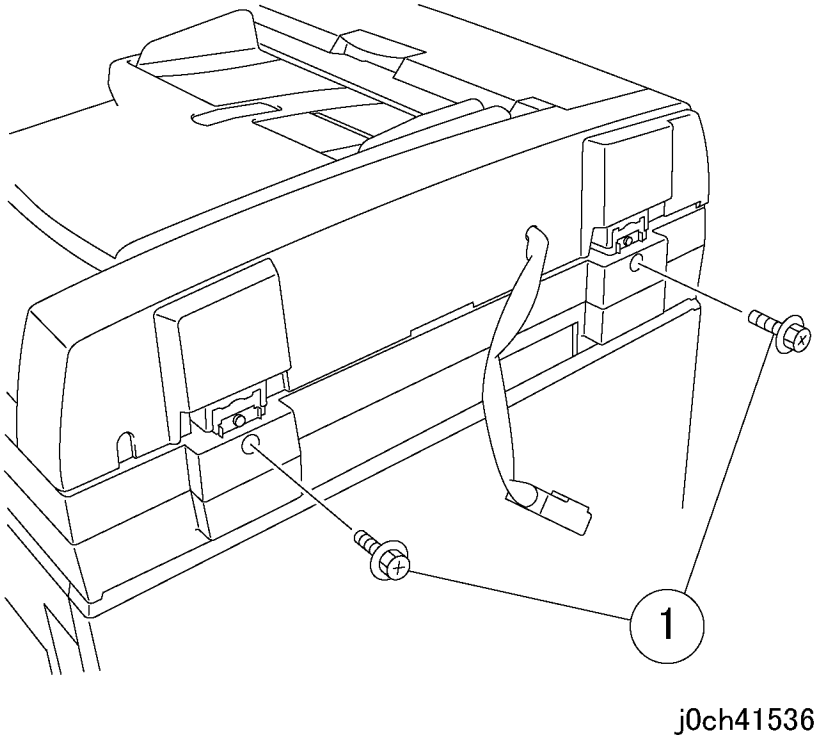

Рисунок 2 Отворачивание винтов (j0ch41536)
2. Отверните винты (рисунок 2).